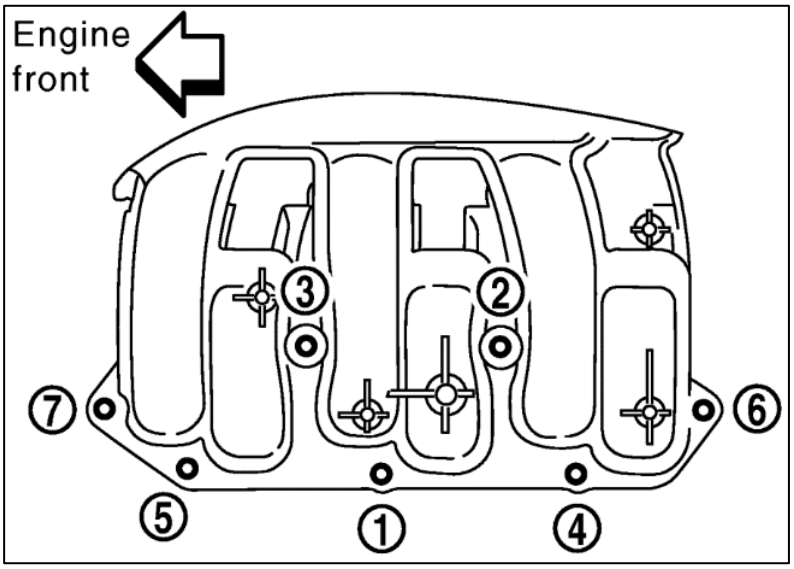

Figure 8
20. Use the (7) seven supplied M6 Bolts, secure the Upper Intake Plenum to the Lower Intake Plenum through the Z1 Intake Manifold Spacer. Torque the bolts in numerical order as shown below in *Figure 8.*